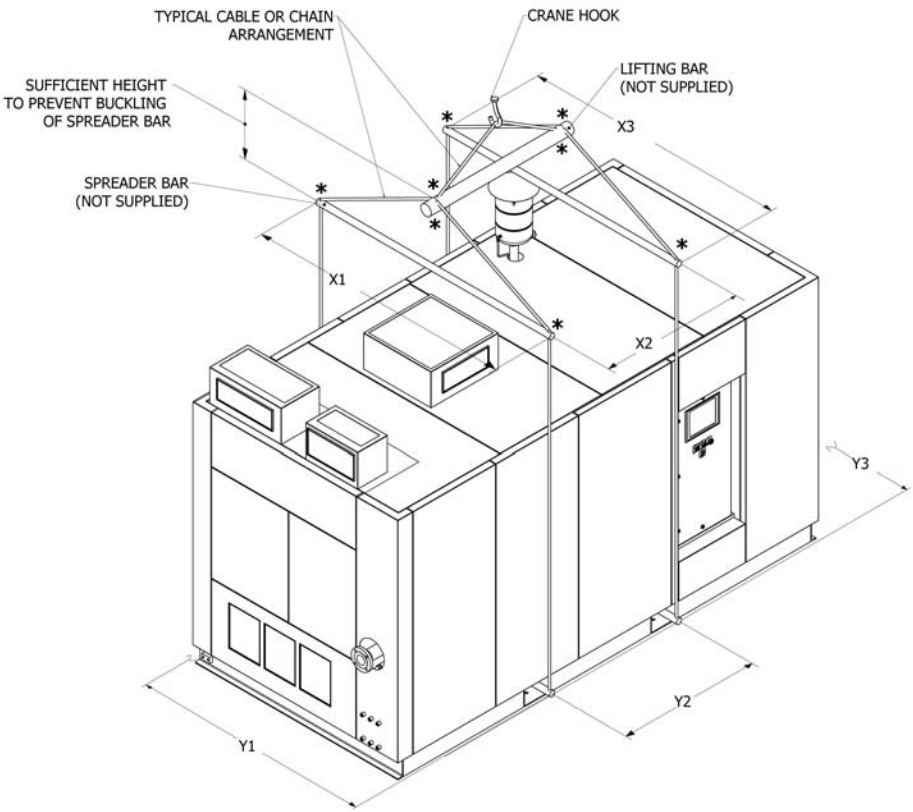

FIGURE 1-3
Compressor units have two (2) box beams accessible to spreader bars as shown in Figure 1-3. Do not attempt to lift unit with any other points than those specified in the figure. A safety hazard or unit damage may otherwise result.